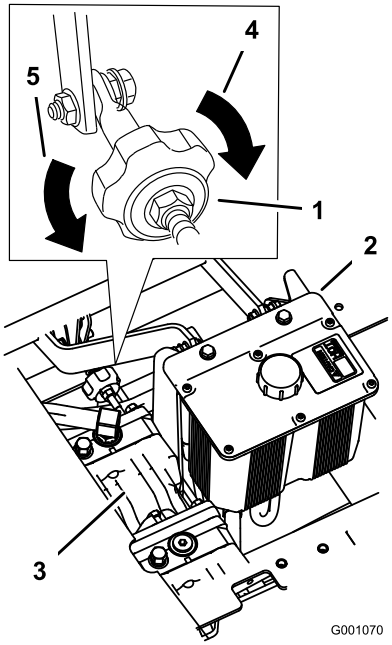

Figura 73
2. Ajuste la longitud de la varilla de la bomba girando el pomo, en el sentido apropiado, hasta que la rueda quede estacionaria o se mueva muy lentamente en marcha atrás (Figura 73).